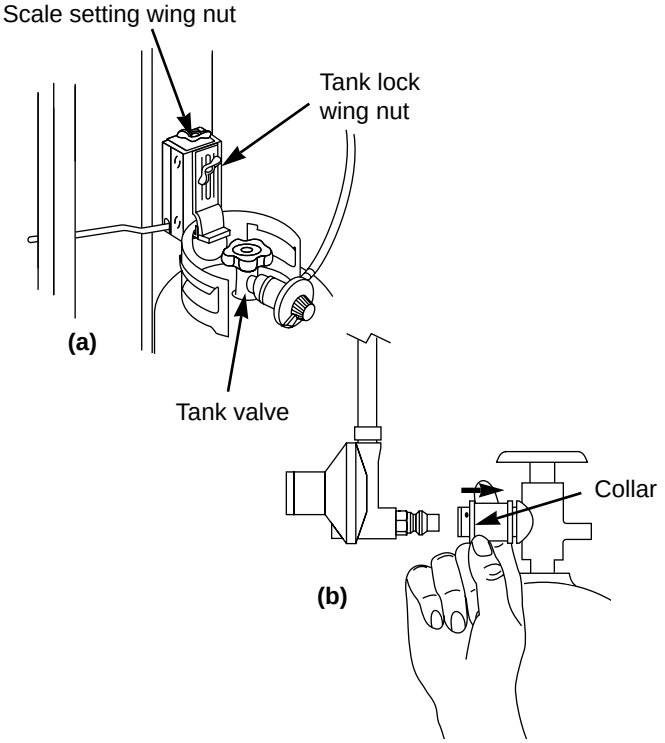

Figure 3
1) Close tank valve (turn clockwise). Figure 3 (a).
2) Slide the collar back on the quick disconnect to disengage the fitting. Figure 3 (b).